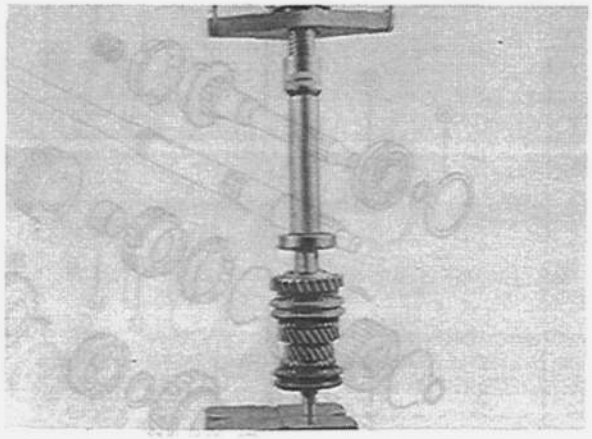

Fig. 7A–14 Press-fitting of main shaft bearing
11. Press-fit the bearing onto the shaft, as shown in Fig. 7A–14.